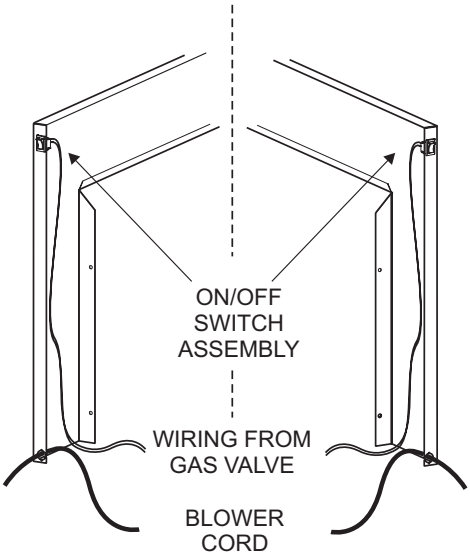

Figure 16
3. Run the low voltage alternate switch wires to the right or left surround panel. Use the top knockout location. Then secure the wires with wire clips provided. **See Figure 16.**